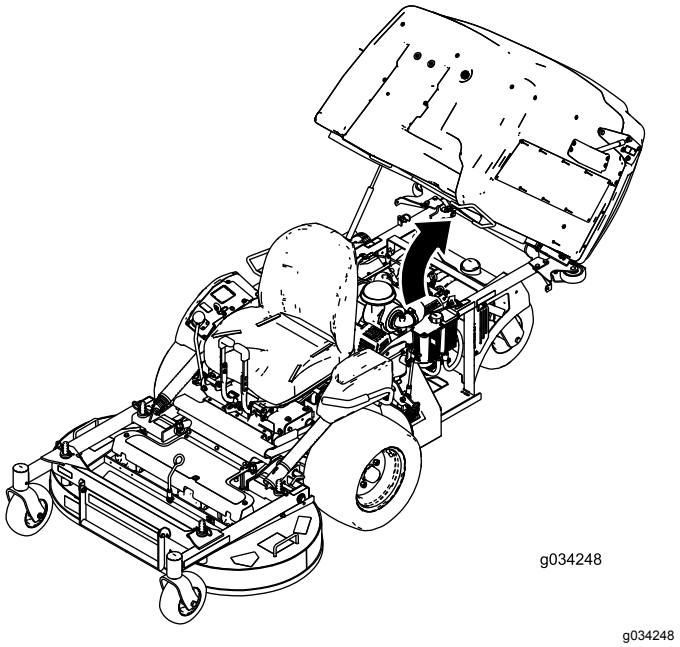

Figuur 31
1. Zet de hopper omhoog (Figuur 31).